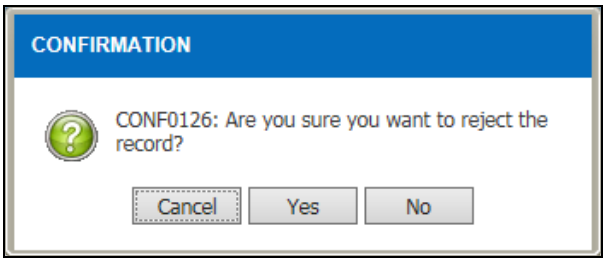

Figure 3.2-6 Confirmation Message
b) Click on the Reject button to reject the record and confirmation message will be display as Figure 3.2-6